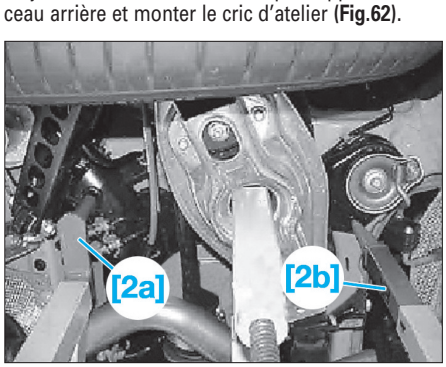

Fig. 62
• Ajuster les outils [2a] et [2b] par rapport au berceau arrière et monter le cric d'atelier **(Fig.62)**.